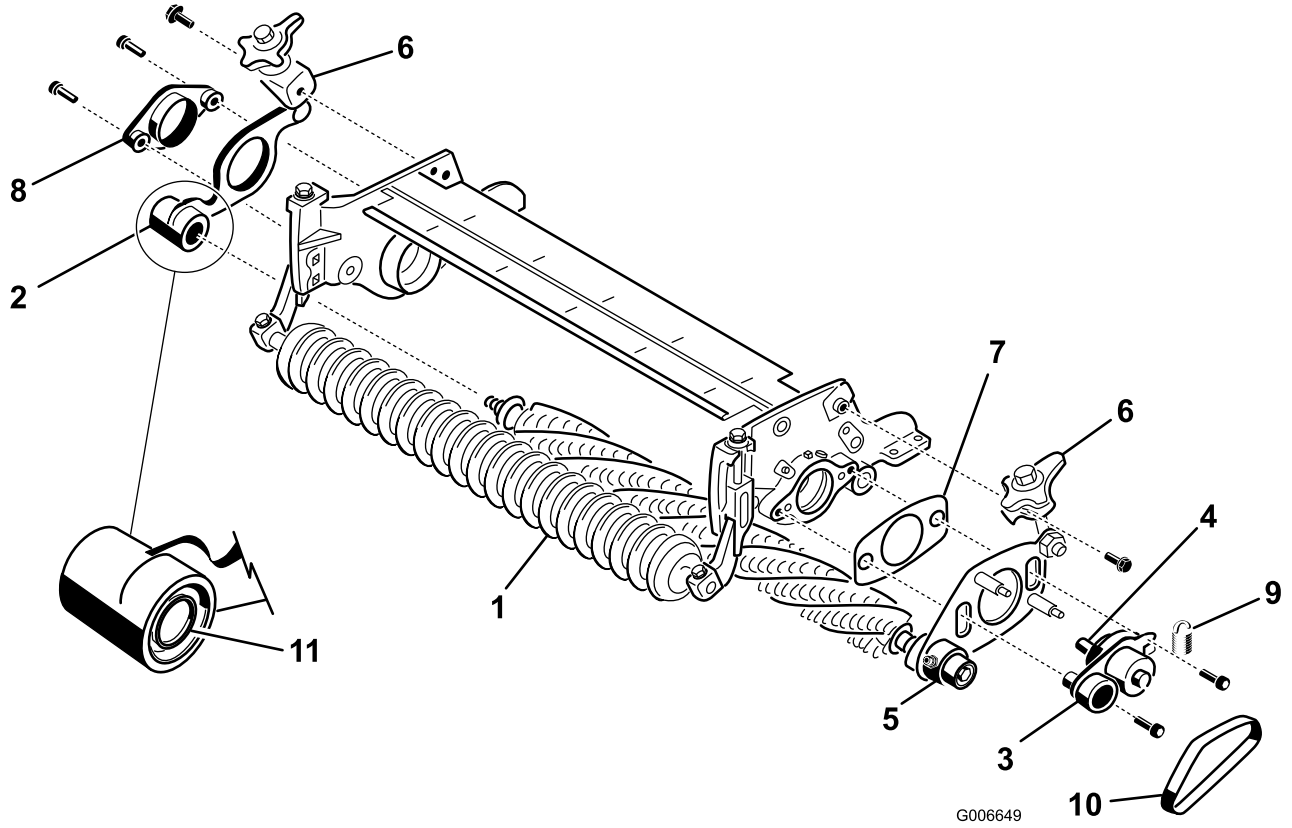

Figur 24
21. På den **ikke-drivende** side af trimmeren skubbes trimmerskiven af trimmerakslen (Figur 24).
23. På den drivende side af klippeenheden monteres drejenavet, trimmerskiven og afstandsstykket på klippeenhedens sideplade med (2) unbrakoskruer på 3/8 x 1 tomme (Figur 24). Påfør blå Loctite på skruernes gevind, før montering.
24. Monter den ikke-drivende trimmerskive på trimmerakslen (Figur 24). Pas på, at tætningsfjederen ikke bliver slået af.
25. Fastgør det ikke-drivende drejenav til klippeenhedens sideplade med (2) skruer på 3/8 x 1 tomme (Figur 24). Påfør blå Loctite på skruernes gevind, før montering.
27. Monter quick-up-håndtagene på sidepladerne med 3/8 x 3/4 tommers flangebolte (Figur 24).
28. Monter trimmerremmen på remskiverne (Figur 24). Kontroller, at ribberne på remmen sidder korrekt i rillerne på hver remskive.